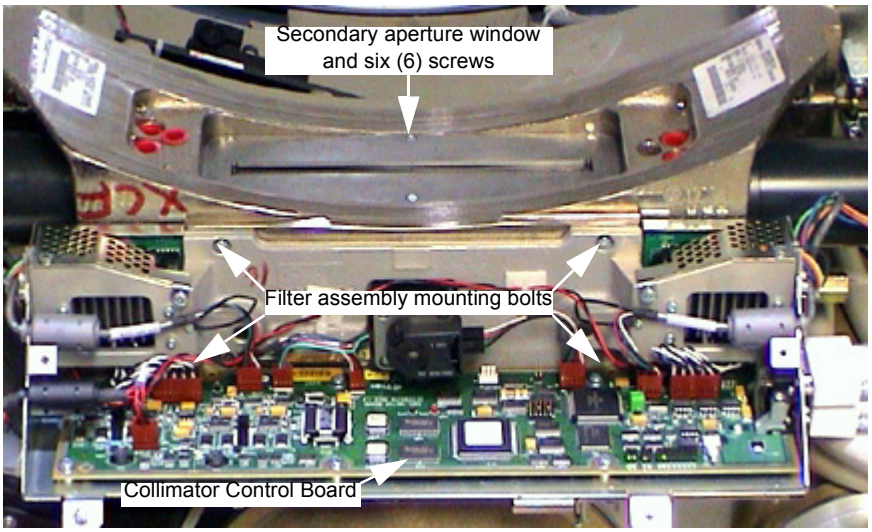

Figure 11-17 Collimator Assembly
7.) Remove Secondary Aperture and Output Window. See Figure 11-17.
- Take care not to lose the six (6) screws.